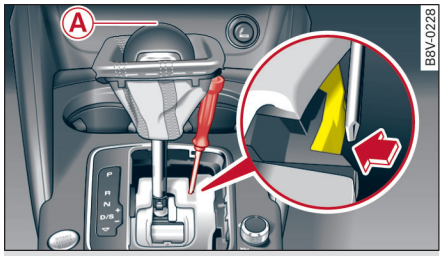

图 109 选档杆：从驻车位置应急开锁
- 用手揪住换档杆防尘皮套的角小心地向上拉并将防尘皮套翻过换档杆手柄 ⇨ *图 109*。
- 用螺丝刀从侧面按下黄色解锁按钮并将其按住 ⇨ *图 109*。